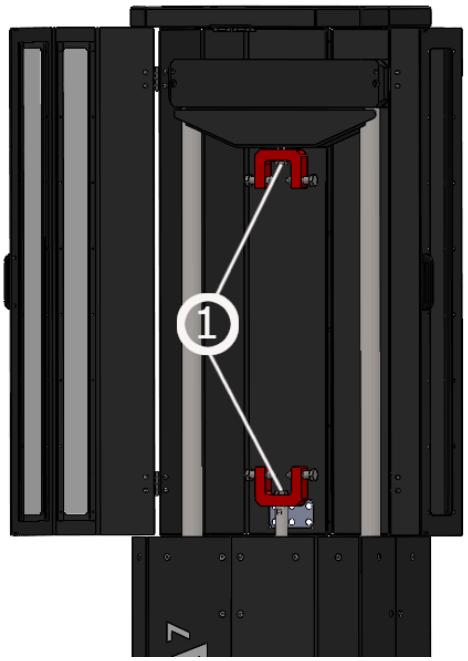

*Figure 10*
2. Use a wrench tool to unscrew both vertical bolts to release the clamp heads. (Figure 10 – Step 1)